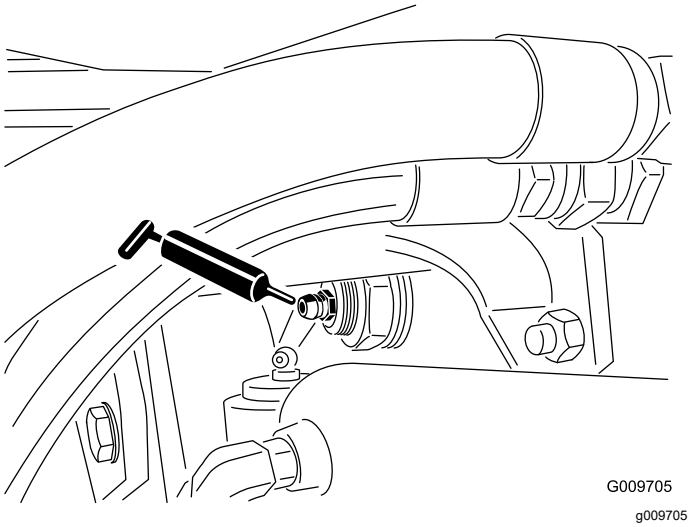

Рисунок 80
- Втулки шарниров задней оси (2 шт.) (Рисунок 80)